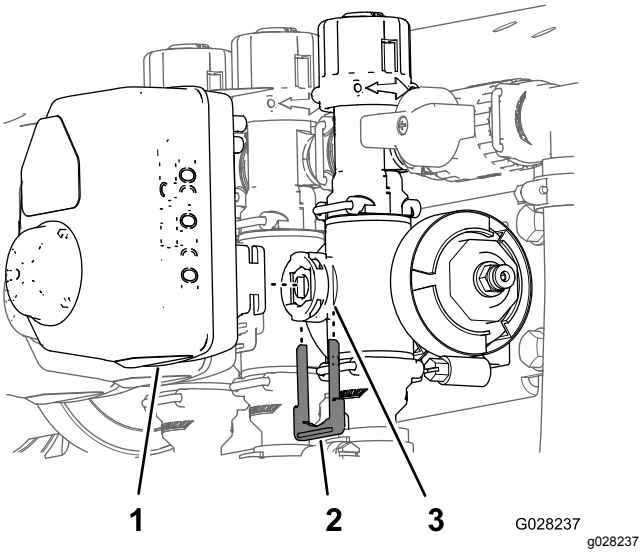

Figur 87
3. Ta bort hållaren som fäster manövreringsorganet vid grenrörsventilen för sprutmängd samt omrörningsventilen, huvudsprutrampventilen eller sprutrampssektionens ventil (Figur 87).